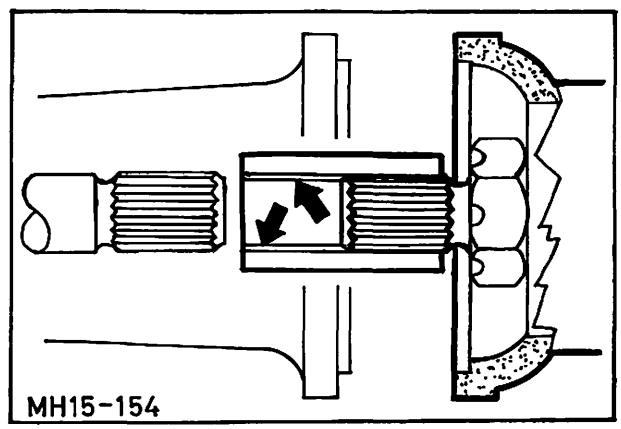

Abb. 99 Freistehende Keilverzahnung der Hülse auf gesamten Umfang mit „Loctite 275" bestreichen. Verbindungswelle in die Hülse drücken.
Keilverzahnung der anderen Hülsenhälfte mit „Loctite 275" bestreichen (Herstelleranweisung beachten), Abb. 99.
60. Welle – Hinterachsverlängerung in die Verbindungshülse schieben. Hinterachsverlängerung an das Achsgehäuse montieren, Schrauben mit vorgeschriebenem Drehmoment festziehen, Abb. 99 und 100.